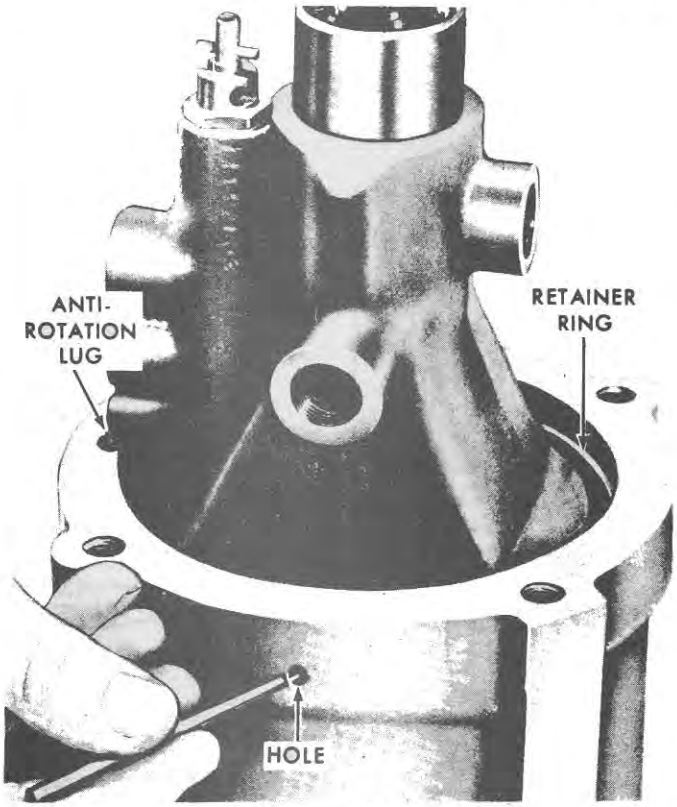
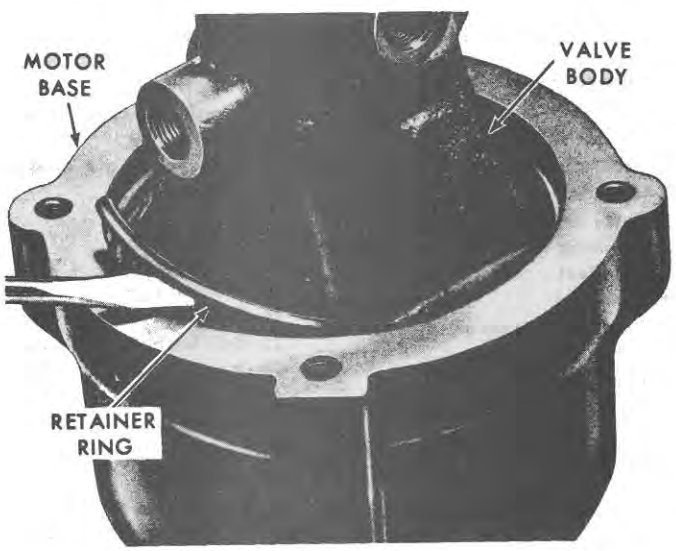

Figure 88
Figure 89
1. Insert a punch into the hole in the motor base as shown in Figure 88. Tap the punch until the retainer ring is loosened.
2. Pry the retainer ring, Figure 89, upward and out of the groove with a screwdriver. Then rotate the ring out from under the anti-rotation lug, Figure 88. Remove the ring.
16. Place the end of the retainer ring into the space under the anti-rotation lug, Figure 88, then press the valve body housing into the base until the upper edge of the housing is below the retainer ring groove. Do not allow the valve housing to bind. If the valve housing binds, do not use force. Release the press and tap the base with a soft mallet. If difficulty is encountered in this operation, keep tapping the housing as it is being pressed into the base.
17. Rotate the ring, Figure 88, until the gap in the ring is within 1/8 inch (3.17 mm) of the hole in the cover, then press the ring into the groove of the base until it is firmly seated.